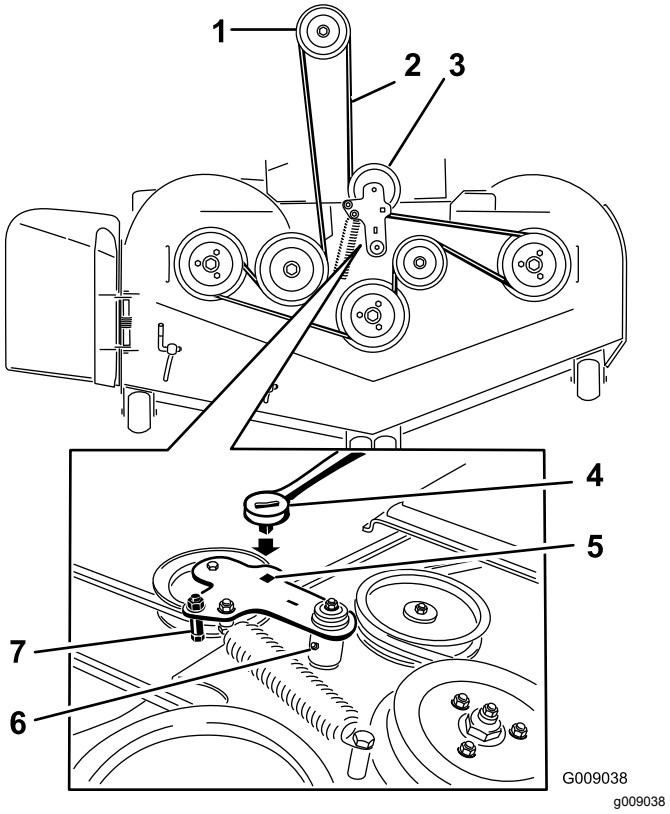

Figur 107
5. Lyft upp fotplattan och för in en spärrhake i det fyrkantiga hålet i däckets mellandrev (Figur 107).
6. Vrid däckets mellanskiva medurs och ta bort klipparremmen (Figur 107).